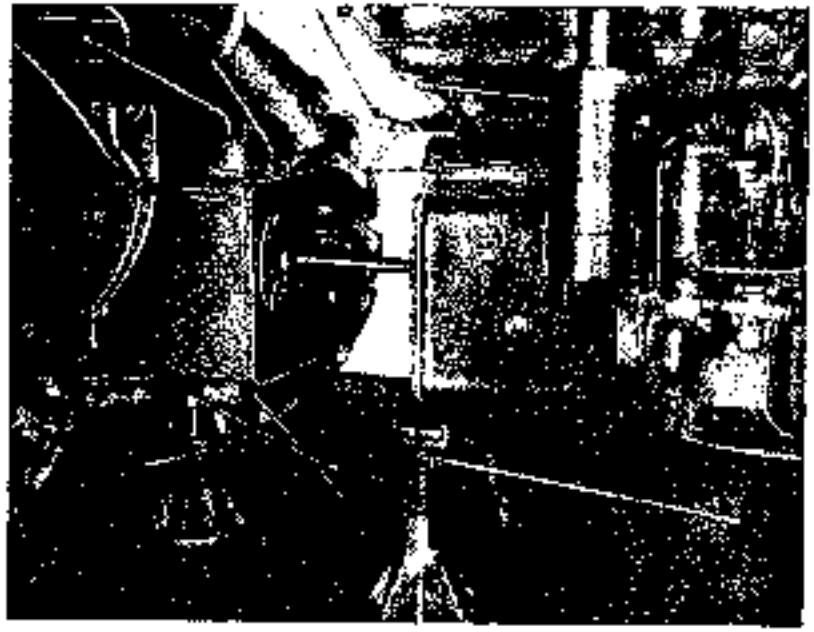

Fig. 11.
When reconditioning the clutch housing or the gearbox as well as any components housed in them disconnect the gearbox (see Fig. 11) proceeding as follows.
6. Place one plain jack under the gearbox and two jacks on either side of it (see Fig. 11) under the clutch housing. Using a wooden bar screw in the rear jack so as to move the gearbox slightly.